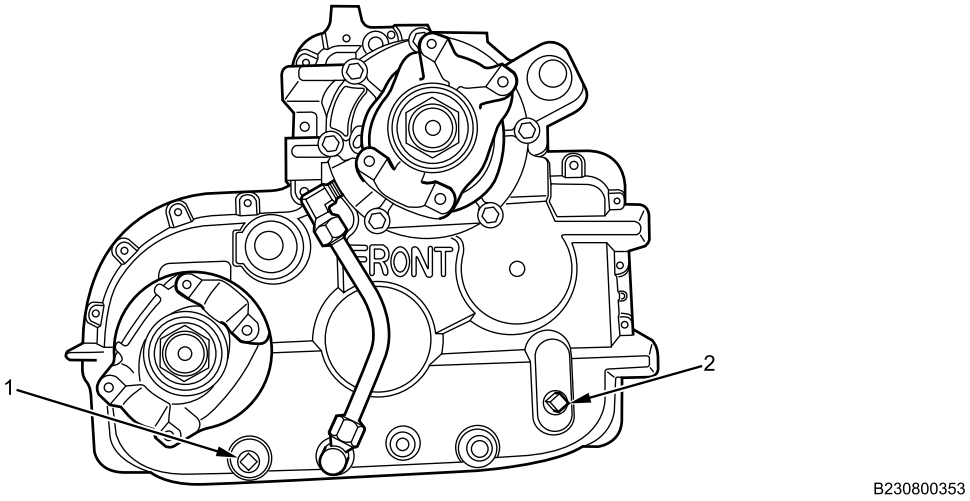

Figure 2. Transfer Case Drain and Fill Locations.
1. Install magnetic drain plug (Figure 2, Item 1) and torque to 35-50 lb-ft (48-68 N•m).
3. Install transfer case fill plug (Figure 2, Item 2) and torque to 35-50 lb-ft (48-68 N•m).